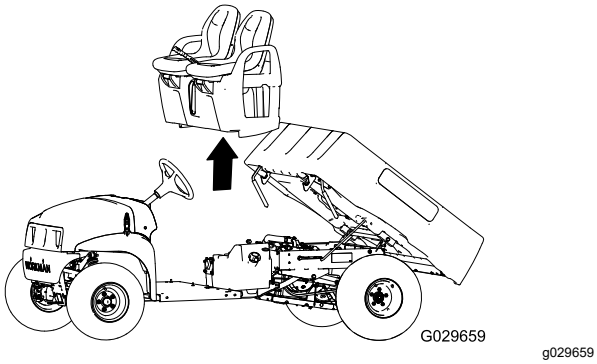

Figur 48
1. Lyft på sätena och sätessockeln på maskinen och rikta in bromskablarna med chassit (Figur 47 och Figur 48).
2. Rikta in hålen i sätessockeln med hålen i golvplattan och den bakre hyttkanalen (Figur 47 och Figur 48).